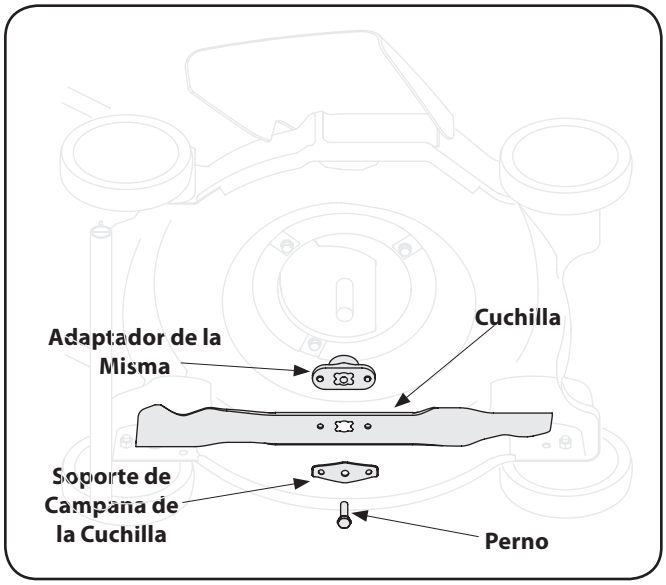

Figure 7-1
2. Saque el perno y el soporte de campana de la cuchilla que sostienen la cuchilla y el adaptador de la misma al cigüeñal del motor, Figure 7-1.
3. Saque la cuchilla y el adaptador del cigüeñal, Figure 7-1.